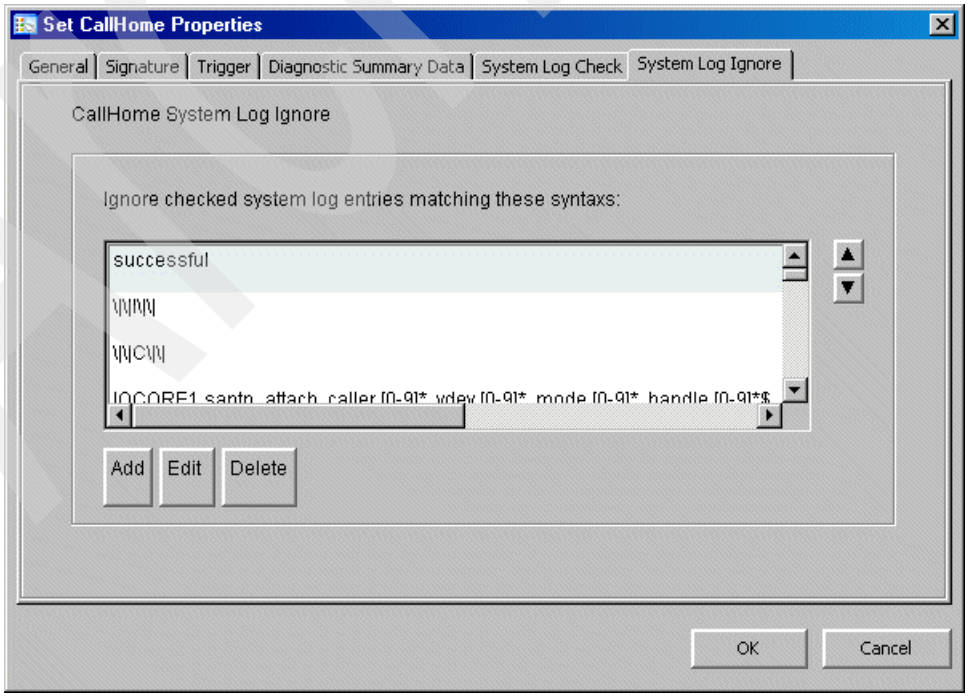

Figure 6-14 System Log Ignore tab
- In the *System Log Ignore tab* (Figure 6-14), you can enter phrases for which you don't want alerts. For example, if you receive an e-mail alert every time a job is successful, such alerts can overload your inbox. To avoid this, you can add an entry to ignore all successful events.